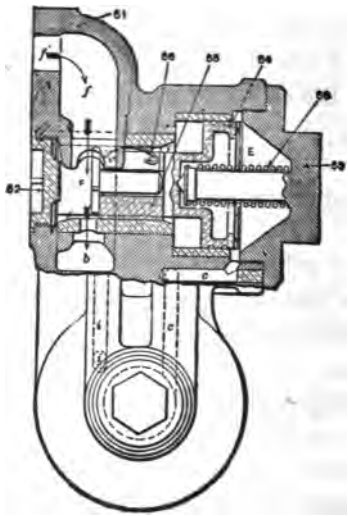
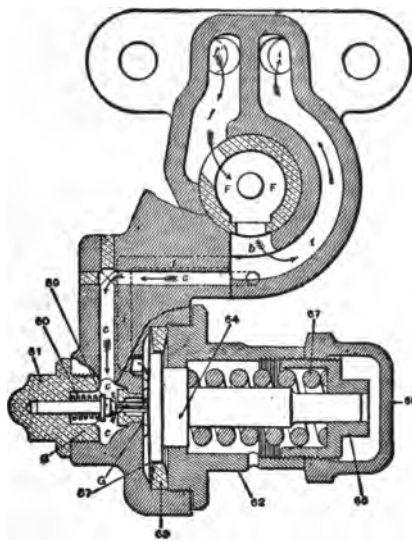

FIG. 49.—SLIDE-VALVE FEED VALVE.
FIG. 50.—SLIDE-VALVE FEED VALVE.
Q. What is the object of the Slide-Valve Feed Valve illustrated in Figs. 49 and 50?
A. To maintain a constant pressure in the brake-pipe, when the brake valve is in running position. It contains greater refinement of, and a more positive action than, the older form of feed valve, or train-line governor, as it is often designated. It fastens to the same studs as the old valve and is interchangeable. Fig. 49 shows a central section through the supply valve case. Fig. 50 is a central section through
A. Ports f' and i (Fig. 50) register with the corresponding ports in the brake valve body (Fig. 48); main-reservoir pressure can reach the feed valve through port f only when